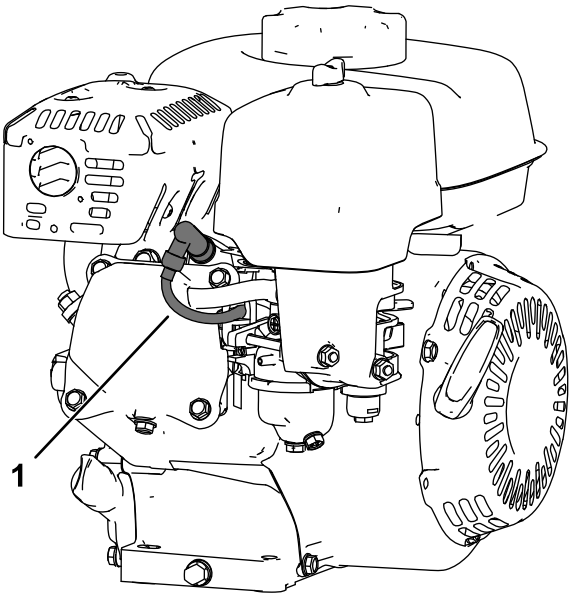

Figura 13
5. Desligue o fio da vela de ignição (Figura 13).